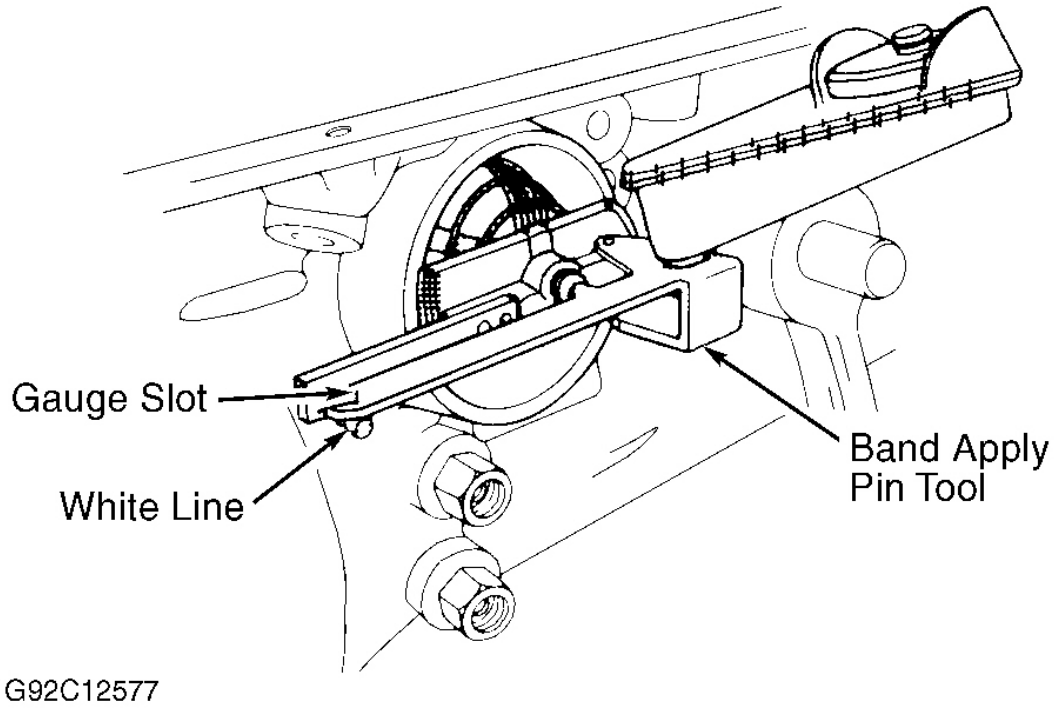

Fig. 82: Measuring Servo Pin Length
4. Remove retainer ring, cushion spring and spring retainer. Install Band Apply Pin Tool (J-33037) and apply pin. See **Fig. 82** . Apply 100 INCH lbs. (11 N.m) torque.